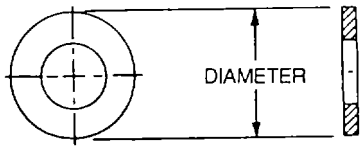

Figure 2-29. Plain Washer
a. *Plain Washers.* The AN960 plain washer, as shown in figure 2-29, is used under AN hexagon nuts to provide a smooth bearing surface It acts as a shim in obtaining the correct relationship between the threads of the bolt and the nut It will adjust the position of castellated nuts with respect to drilled cotter pin holes in bolts.
(1) Uses The general rule is to use one washer under each nut. However, if one washer falls to cover the underthread grip or falls to place the nut in the proper position for cotter pins, then one more washer may be added if more than two washers are needed, the bolt length should be changed. Other use criteria are as follows.